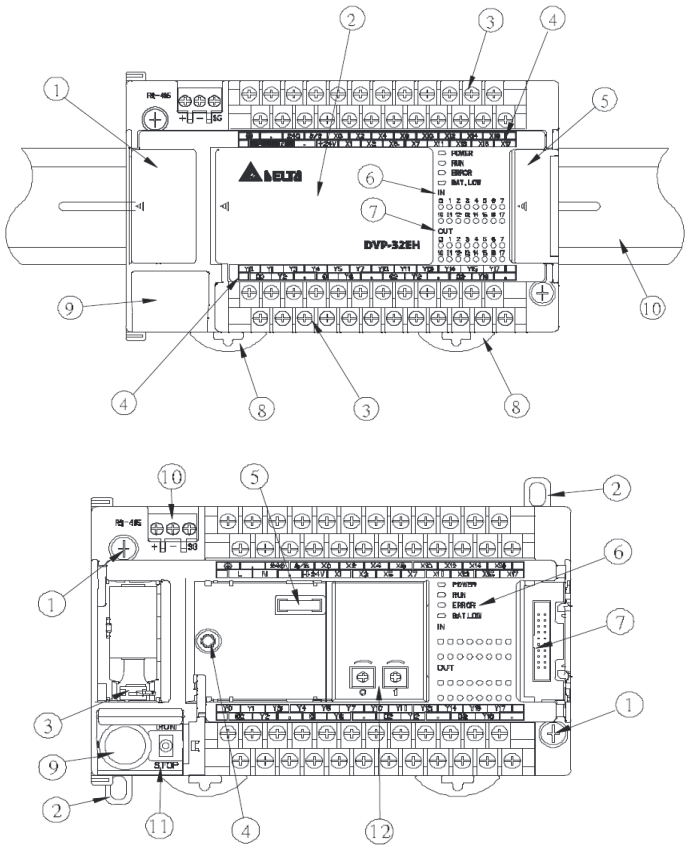

Fig. 10-10 PLC internal battery changing
Replace PLC internal battery: open the battery cover ① at the front side of PLC, take off the baterry plug ③, as Fig. 10-10, replace the new battery.